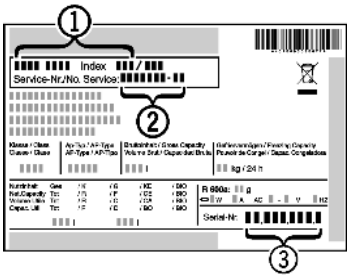

Fig. 15
▶ Relever la désignation de l'appareil *Fig. 15 (1)*, le n° de service *Fig. 15 (2)* et le n° de série *Fig. 15 (3)* sur la plaquette signalétique. Cette plaquette se trouve sur la paroi intérieure gauche de l'appareil.
▶ Informer le S.A.V. et lui communiquer la panne, la désignation de l'appareil *Fig. 15 (1)*, le n° de service *Fig. 15 (2)* et le n° de série *Fig. 15 (3)*.